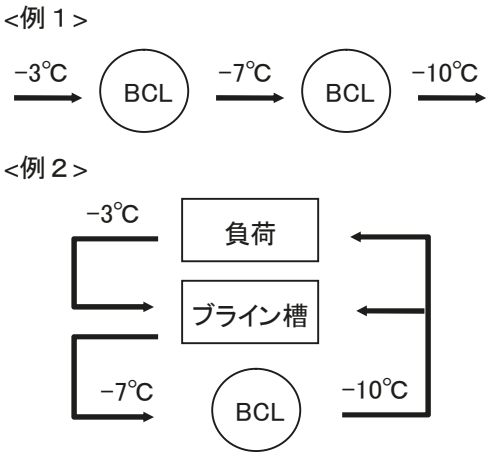

図 9-2 規定ブライン流量確保のためのシステム例
※ブラインの最小流量は 6.「使用範囲」の(2) 項の通りです。もし、この値より小さくなる場合は、図 9-2 の例に示すようにより小形のユニットをシリーズに接続する<例１>とか、あるいはブライン槽を設ける<例２>などして規定流量を確保して下さい。